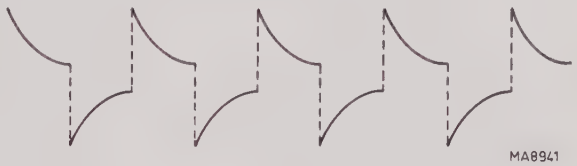

Fig. 3.19. HF trigger coupling
– Check that the displayed pulse is shaped as shown in Fig. 3.19.
- Check that the displayed pulse is shaped as shown in Fig. 3.19.